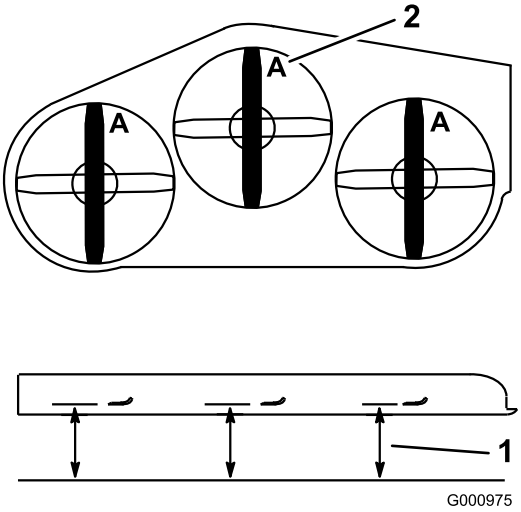

Figuur 77
4. Meet de afstand tussen een horizontaal oppervlak en de snijrand, stand **A**, van de messen (Figuur 77).